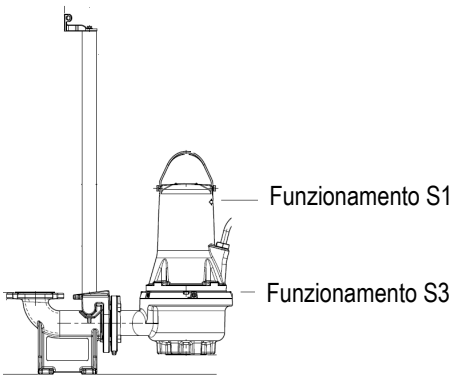

Fig. 2 Livelli di arresto
- **Funzionamento S1** (funzionamento continuo), la pompa deve essere sempre coperta dal liquido pompato fino alla parte superiore del motore. Vedi fig. 2.
- **Funzionamento S3** (funzionamento intermittente), la pompa deve essere sempre coperta dal liquido pompato fino alla parte superiore del corpo pompa. Vedi fig. 2 (solo per versioni non antideflagranti).